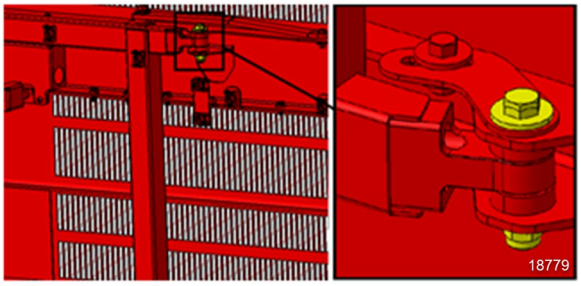

**FIGURE 58**
6. If the longitudinal position is out of tolerance, adjust using the adjustment provided on the inner side of the door, at the upper attachment point of the arm on the door (FIGURE 58).